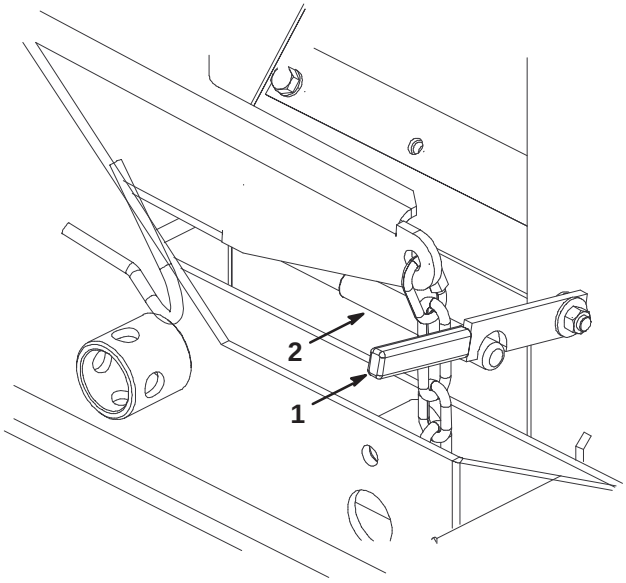

Figure 10
- Rotate door latch upward (Fig. 10).
- Rotate door handle rearward to open vacuum chute (Fig. 10).
- When done operating hose vac, disengage PTO, stop engine and rotate door handle forward to close vacuum chute (Fig. 10).